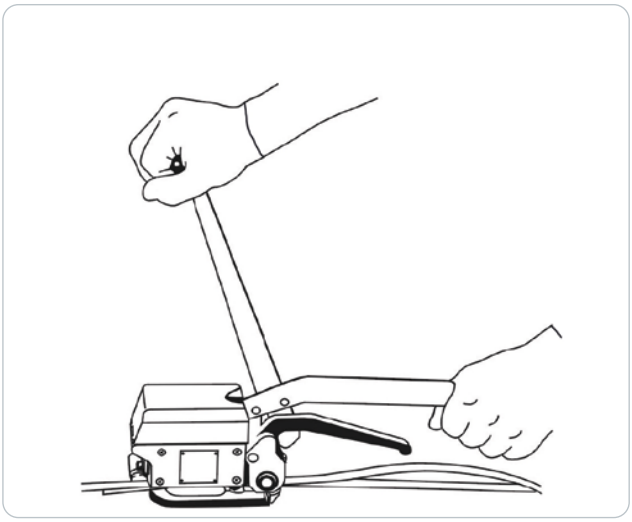

Figura 3
5. Segure o aparelho pela alavanca de tensão com a mão esquerda. Mova a alavanca de tensão direita para a frente e para trás até atingir a tensão pretendida (figura 3).